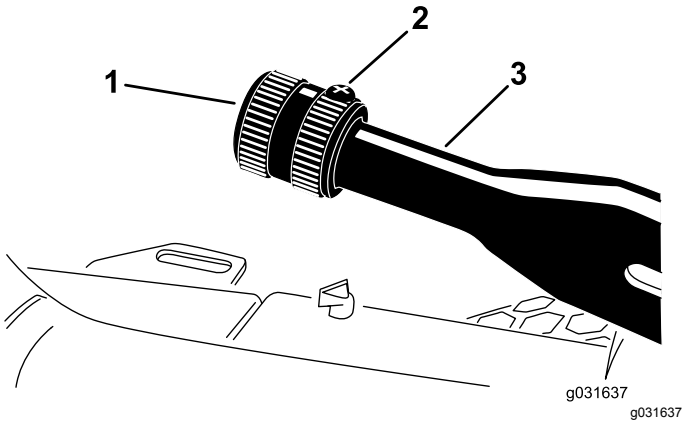

Figur 59
1. Lossa den ställskruv som fäster vredet på parkeringsbromsspaken (Figur 59).